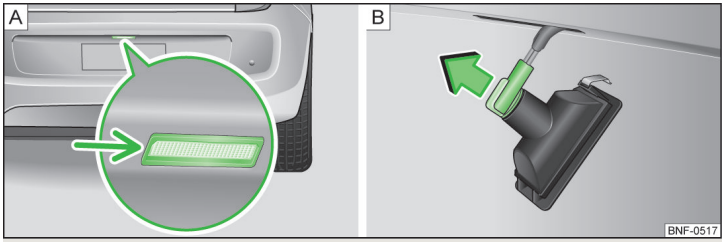

Fig. 130 **Remove the number plate light/replace the bulb**
- Insert a slotted screwdriver into the gap in the arrow area » Fig. 130 - A and remove the lamp.
- Turn the bulb holder **anti-clockwise** and remove in the direction of the arrow » Fig. 130 - B.